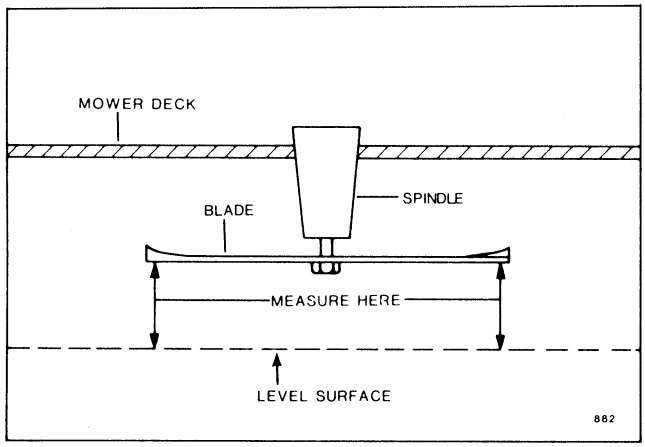

FIG. 2 Mower Level Measurement
2. Measure outside end of each side blade tip and adjust either right or left lift rod adjustment nut to obtain equal distances from surface to blade tips (Fig. 2 & 3).
2. Measure center blade tips and adjust hanger rods evenly so that distance from surface to front and rear of blade tips are equal to 1/8 inch low in front (Figs. 2 & 3). Tighten nut to lower front or loosen nut to raise front.